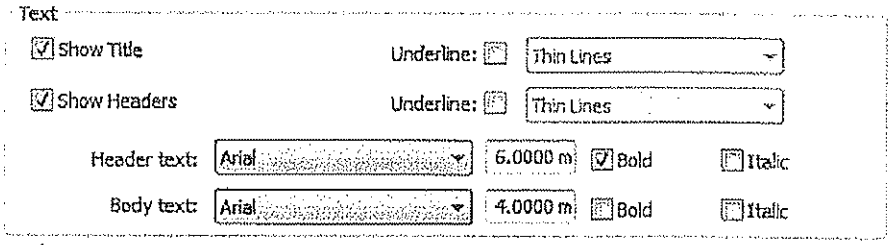

Figure 14–57
16. Change the height of the *Header text* to **6mm** and select **Bold**, and change the height of the Body text to **4mm**, as shown in Figure 14–57.
17. Click OK. The new schedule should display as shown in Figure 14–58.